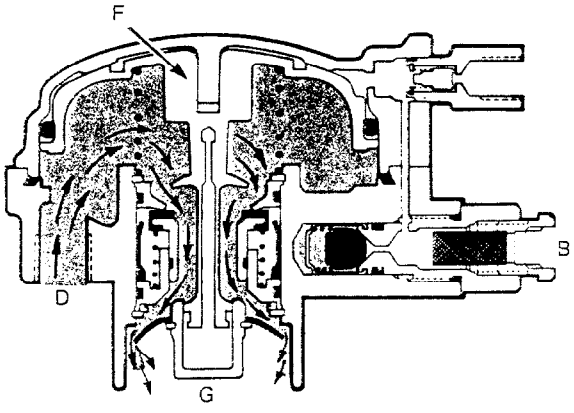

Figure 9 — Spring Brake Relay Valve — Emergency Line Failure
25. In the event of the air emergency line failing, all air is exhausted from port B, piston F is raised to open ports D (four off) and G. Air in the spring brake chambers is now vented through port G, allowing the spring brakes to apply (see Fig. 9).